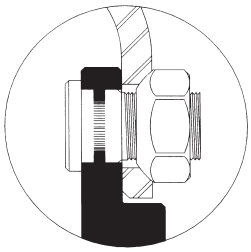

Figure 19
- **10 Hole, 13³/₁₆" Bolt Circle (HD) Mounting**
Duplex wheels with this mounting pattern have a heavy duty (HD) mounting. This mounting has different bolt hole chamfers (1³/₁₆") and requires special nuts with this same chamfer (1³/₁₆"). These nuts are shown in Figure 19. Use the same tightening procedure described on page 40 (Figure 8), but the final torque value should be 750 to 900 ft.-lbs. (dry).